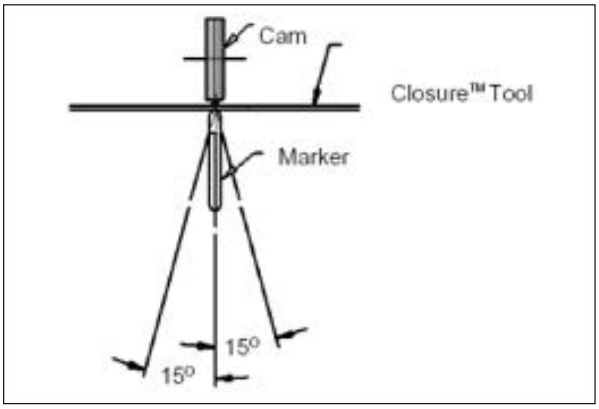

Figure 38. Top view of the cam and marker interface.
9. Move the marker back and forth horizontally approximately 15 degrees in both directions to create a line on the tape that identifies the closed rest position (Figures 38, 44, and 40).